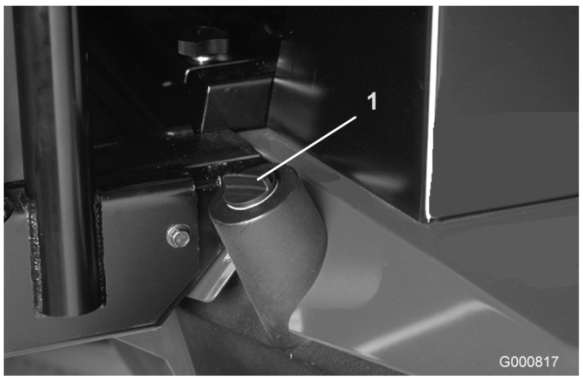

Figuur 22
2. Reinig de omgeving van de vulbuis en de dop van de hydraulische tank (Figuur 22). Verwijder de dop van de vulbuis.